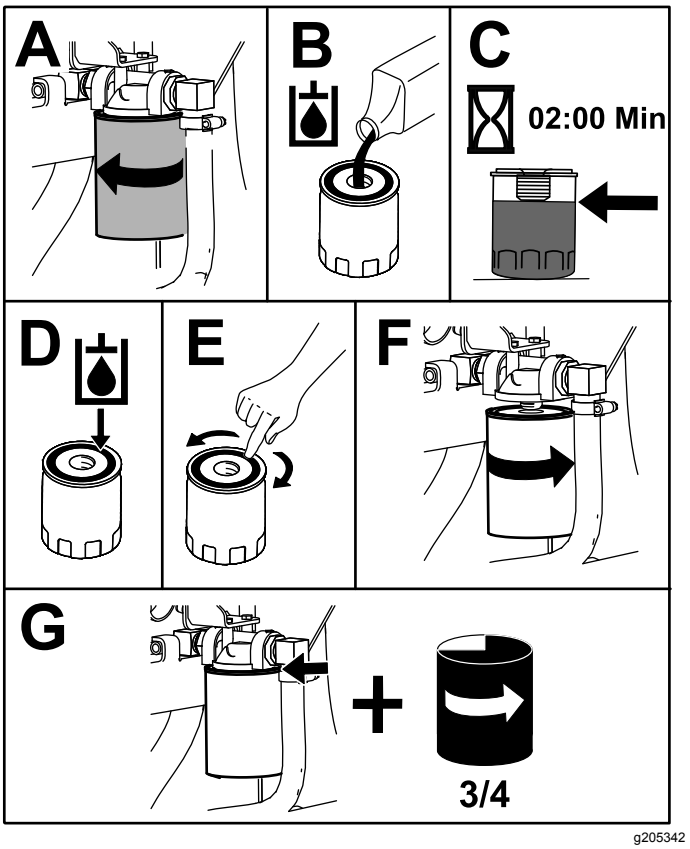

**Figuur 72**
4. Plaats een opvangbak onder het filter en vervang het filter (Figuur 72).